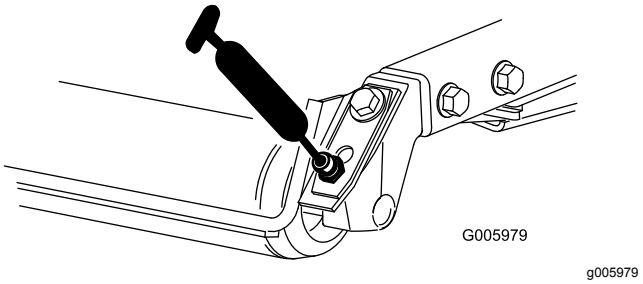

Rysunek 48
- Łożyska rolki tylnej (2 na zespół tnący) (Rysunek 48)